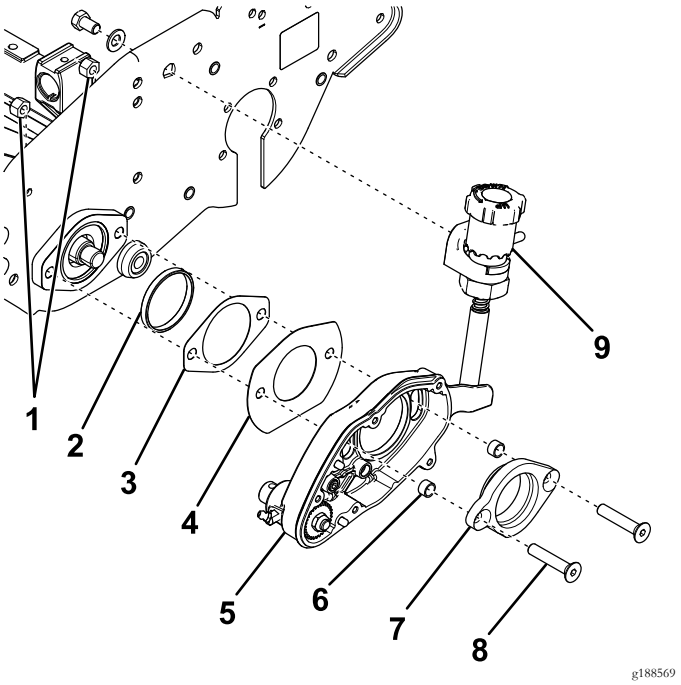

Figure 6
2. Insert the adapter ring into the reel-bearing housing on the side plate (Figure 6).
3. Insert the 2 flat-head screws through the bearing adapter and slide the new spacers onto the ends (Figure 6).
4. Insert the bearing adapter into the groomer housing (Figure 6).
5. Slide the slot cover and new gasket over the flat-head screws (Figure 6).
6. Insert the flat-head screws through the reel-bearing housing and secure them with 2 locknuts (Figure 6).
7. Secure the adjustment knob to the side plate with a bolt and washer (Figure 6).